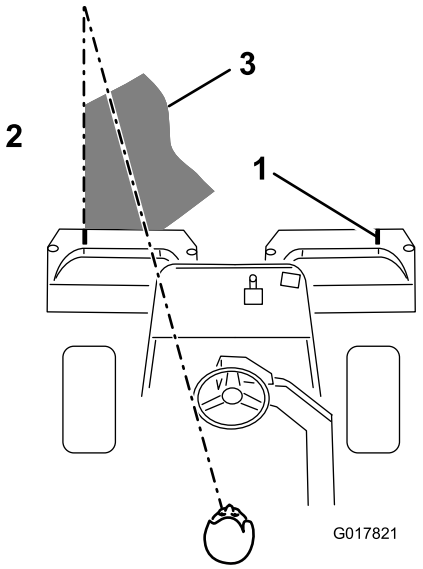

**Figur 39**
3. Sørg for at overlappe minimalt med den forudgående klipning ved tilbagekørsler. Skab en imaginær, lige sigtelinje på ca. 1,8-3 m foran maskinen til kanten af den uklippede del af greenen (Figur 39), som hjælp til at bevare en lige linje på tværs af greenen og for
at holde maskinen i en tilsvarende afstand fra kanten af den foregående klipning. Der er nogle, der finder det nyttigt at medtage rattets ydre kant som en del af sigtelinjen, dvs. holde rattets kant på linje med et punkt, der altid holdes i samme afstand fra maskines forende (Figur 39).